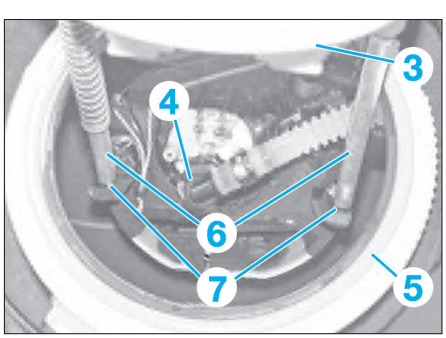

Fig. 50
• Extraire le couvercle de maintenance (3) **(Fig.50)**.